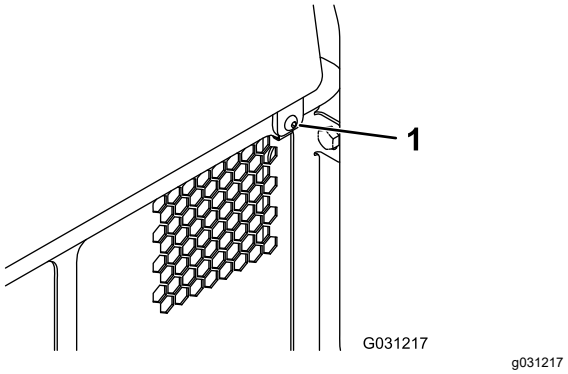

Рисунок 34
1. Снимите фиксатор (Рисунок 34).
2. Чтобы получить доступ к внутренним компонентам, поднимите заднюю крышку доступа (Рисунок 34).